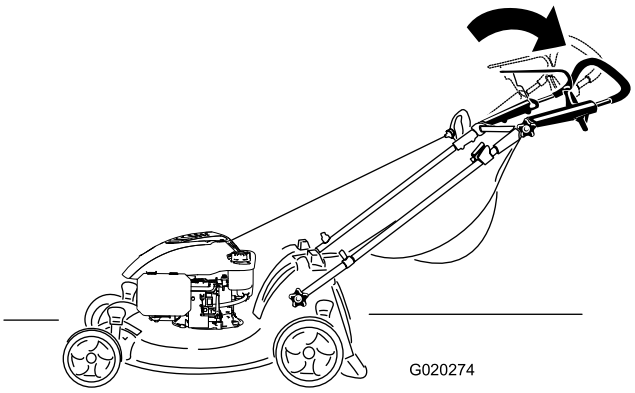

Figur 15
2. Flytt det øvre håndtaket til ønsket stilling Figur 15).